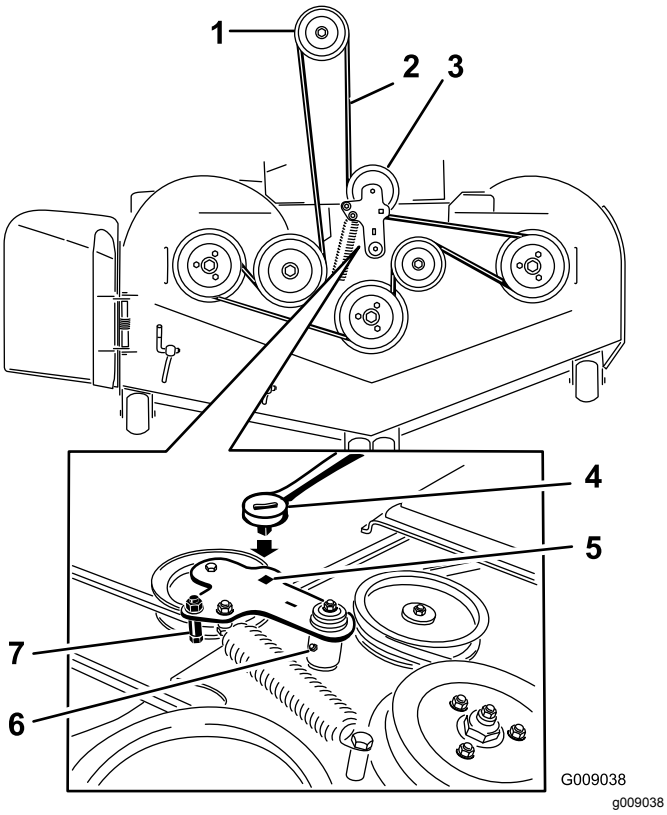

Figur 105
5. Hæv vognbunden, og stik en skralde i det firkantede hul i skjoldstyrearmen (Figur 105).
6. Drej skjoldstyrearmen med uret, og tag plæneklipperremmen af (Figur 105).